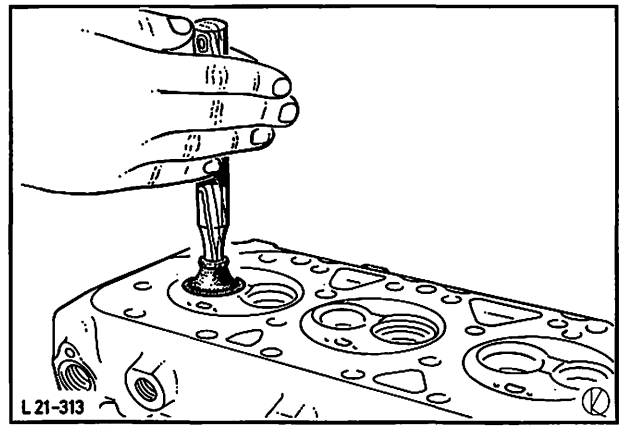

Abb. 122 Ventile einschleifen
9. Ventile einschleifen, Abb. 122, wenn erforderlich Ventilsitz bearbeiten. Ventile sowie Zylinderkopf von Schleifpasteresten säubern.